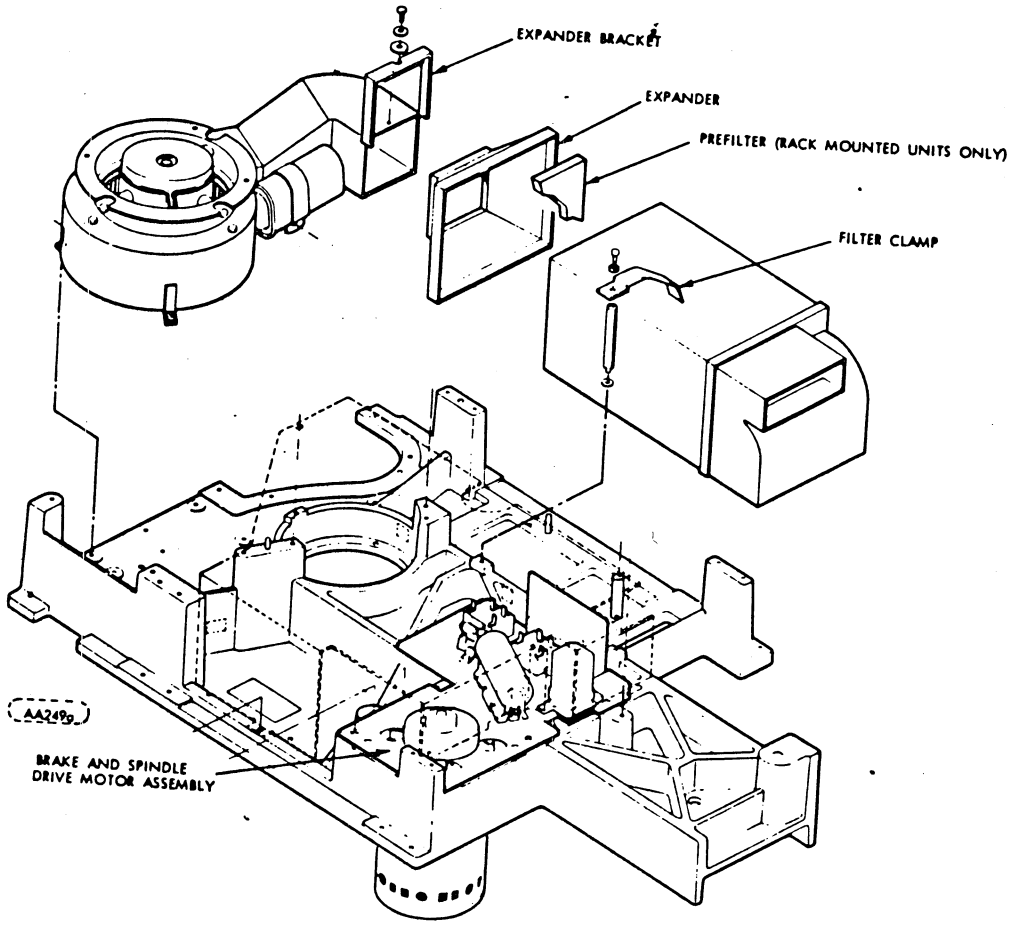

Figure 6Q-1. Filter Mounting
4. Remove transducer assembly mount (see figure 6Q-4) by removing one screw (Note orientation of sector option).
5. Remove static eliminator and its mounting bracket (see Figure 6Q-4).
1. Install the belt as shown in figure 6Q-4.